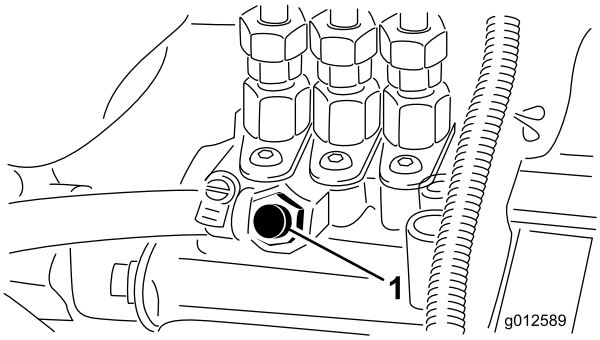

Figuur 30
3. Draai de ontluchtschroef op de brandstofinjectiepomp open (Figuur 30).